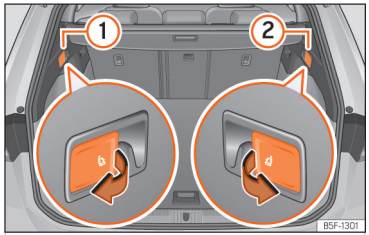

**Fig. 102** In the luggage compartment: levers to unlock the rear backrest.
- Pull the remote release lever of the left ››› **Fig. 102** ① or right ② parts of the backrest in the direction of the arrow. The released part of the rear seat backrest is folded automatically down and forwards.